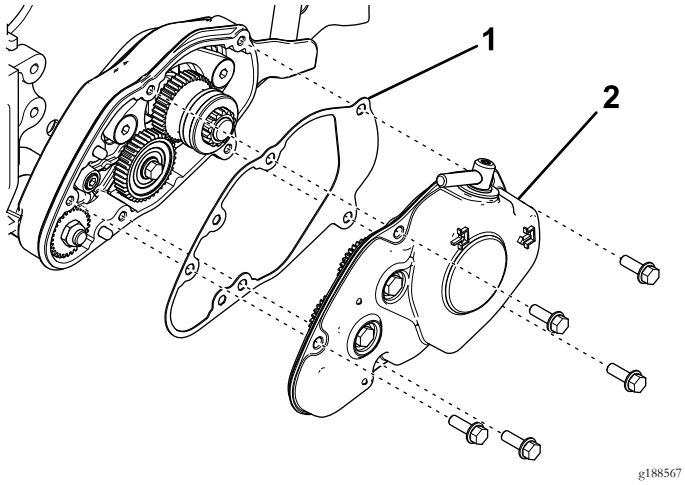

Figur 8
13. Plasser pakningen over styrepinnene på trimsatshuset (Figur 8).
14. Monter dekselet på trimsatshuset ved å føre aktuatorpinnen til clutchenheten inn i sporet på drivgiret (Figur 8).
15. Fest dekselet med fem flenshodebolter (Figur 8).